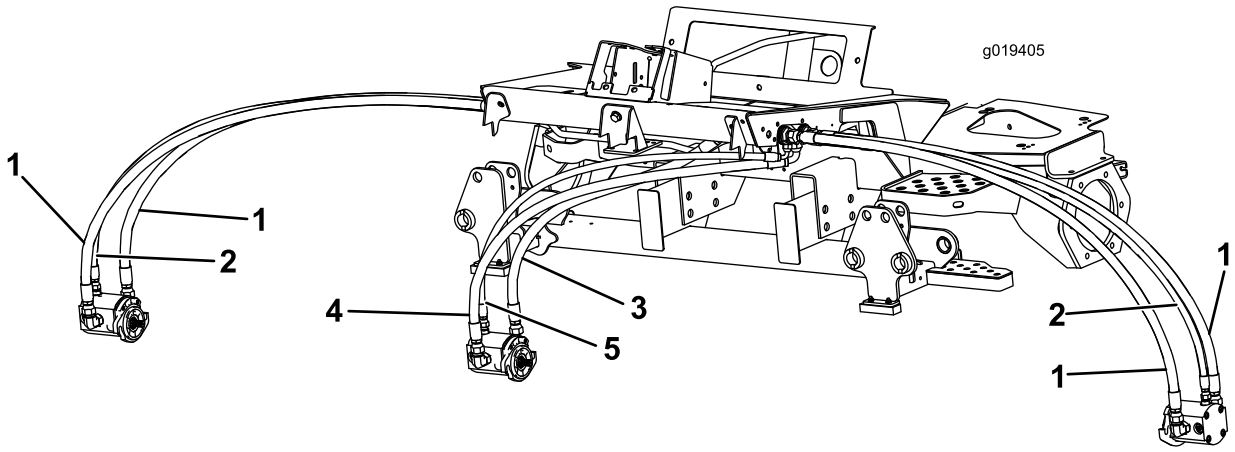

Figur 1
2. Fjern og skift ut slangene på den fremre klippeenheten. Delenummeret for hver ny slange vises i Figur 1.